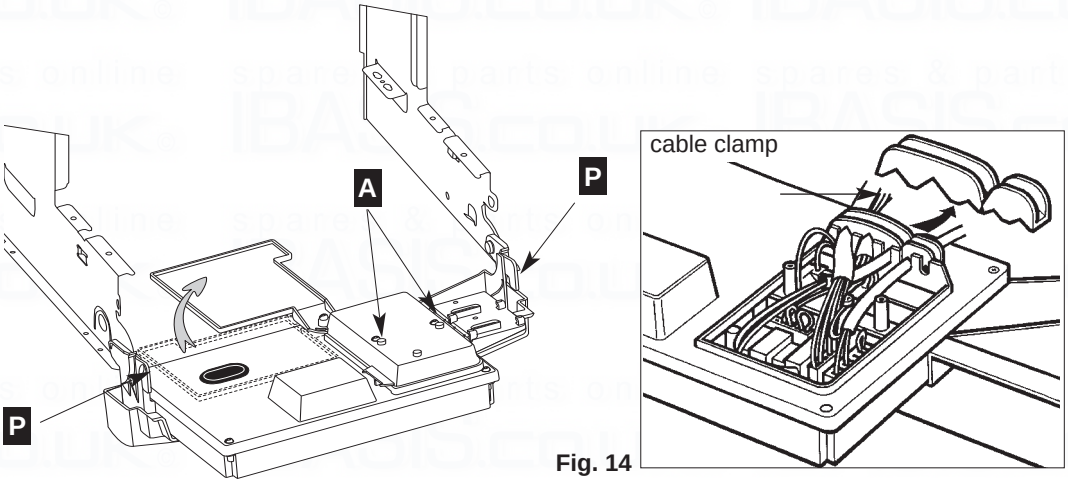

Fig. 14
- Hinge down the electrical box to access to the valves connections. Push in the tabs (**P** Fig 14) on either side of the boiler and pivot the box forward.
Hinge down the electrical box to gain access to the electrical connections. Push in the tabs (**P** fig. 14) on either side of the boiler and pivot the box forward.
Undo the two retaining screws, remove cover and remove cable clamp. (**A** fig. 14)